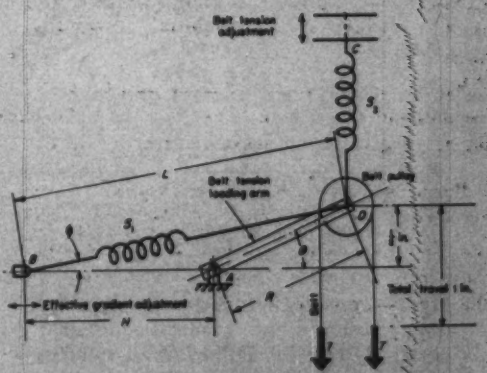

Fig. 6—Layout for belt-tension loading arm with spring gradient and magnitude adjustments.
Sample Problem: In the belt-tension loading arm in Fig. 6 it is desirable to have a zero-gradient effective spring system that opposes arm movement between upper and lower limits. This system might be desirable to avoid dangerous critical frequencies and to maintain constant belt tension as the belt sprocket moves through its 1-in. range. Assume that the desired belt tension is ½ lb. The problem is to calculate
in. in Fig. 6, then $\theta_{max} = \sin^{-1} \frac{1}{2}/2 = 14.3$ deg. This is a reasonably small angle.
which is the stretched, working length of the link BD in Fig. 6.
For the horizontal position of the tension-loading arm in Fig. 6, spring S_1 obviously exerts no force effect on the belt tension. Belt tension at that position is obtained directly from the spring S_2. Assume that when the pivot arm in Fig. 6 is horizontal, the force in spring S_2 is $2\,T = 2(\frac{1}{2}) = 1$ lb and that the spring in that position is stretched a total of 1 in. The spring gradient for S_2 is the force divided by the total deflection, or $k_2 = 1/1 = 1$ lb per in.
2. *Effect of change in gradient adjustment*: To determine the effective spring-gradient change due to a $\pm\frac{1}{8}$-in. movement of point B in Fig. 6, examine Equation 3. If $H = 3 + \frac{1}{8}$, and L_o, R, k_1 and k_2 remain the same as in the preceding section, Equation 3 gives
Therefore, $k_e = -0.270$ lb per in. for the case where point B in Fig. 6 has been moved so that $H = 3.125$ in. On the other hand, the same procedure for the case where H has been decreased by ⅛-in. to 2⅞ in. gives an effective spring gradient of $k_e = +0.263$ lb per in.